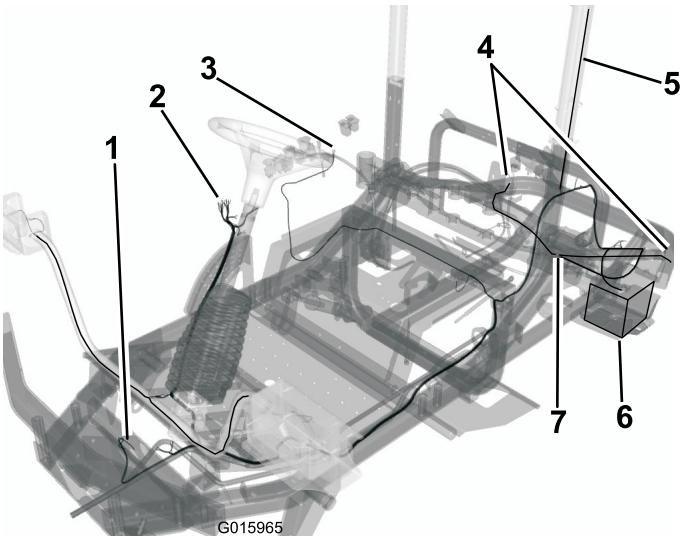

Figur 12
- Dra kablaget till signalhornet och anslut de två kablarna till kabelanslutningarna (Figur 12).